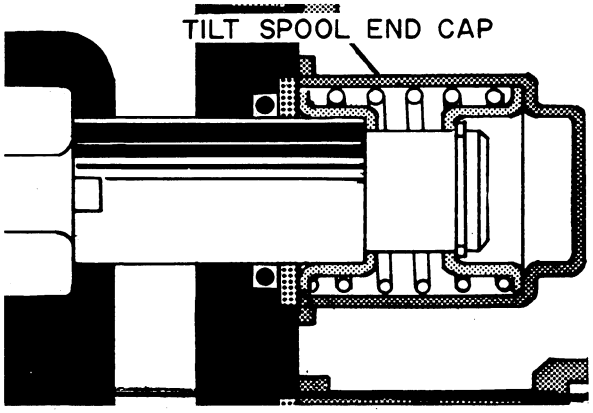

Figure D-73
2. Insert the Tilt Spool Assembly into the valve body and install the Tilt Spool End Cap as shown in Figure D-73.